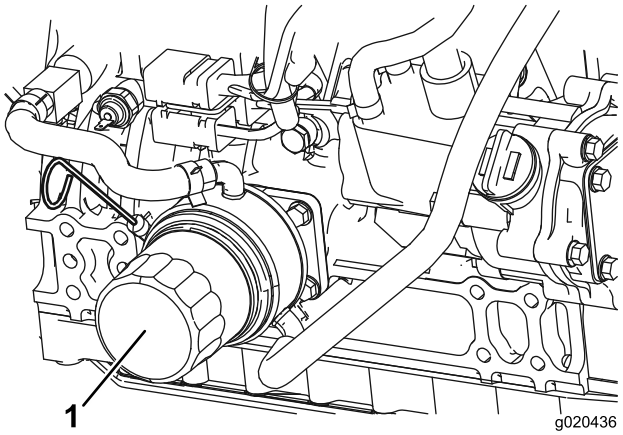

Figuur 50
2. Verwijder het oliefilter (Figuur 50). Smeer een dun laagje schone olie op de nieuwe filterpakking voordat u deze vastschroeft. **Niet te vast draaien.**